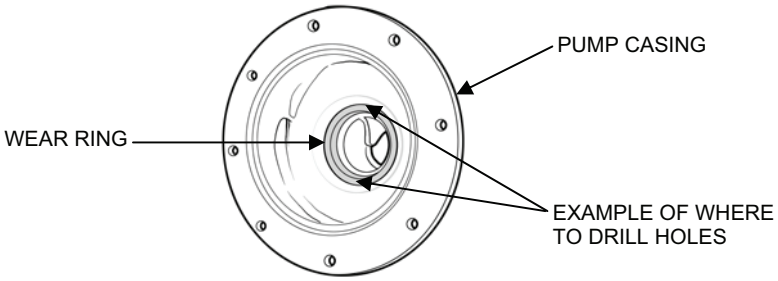

Figure 16. Wear Ring Removal.
a. Drill a hole through the wear ring in two places opposite each other. Be careful not to damage the pump casing (see Figure 16).